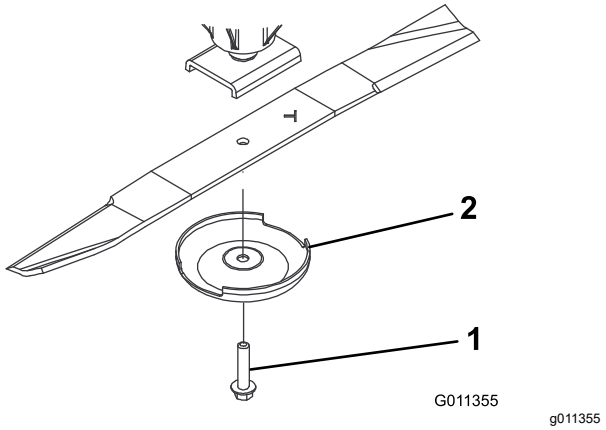

Figuur 129
3. Verwijder de mesbout, de antiscalpeercup en het mes van de as (Figuur 129).